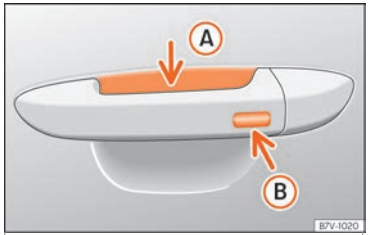

Fig. 130 Maniglia della porta: superfici sensibili.
- Mantenere un dito per alcuni secondi sulla superficie sensibile di blocco ››› fig. 130 Ⓑ della maniglia della porta per chiudere il tettuccio. Se si smette di toccare la superficie sensibile si interrompe la funzione di chiusura.